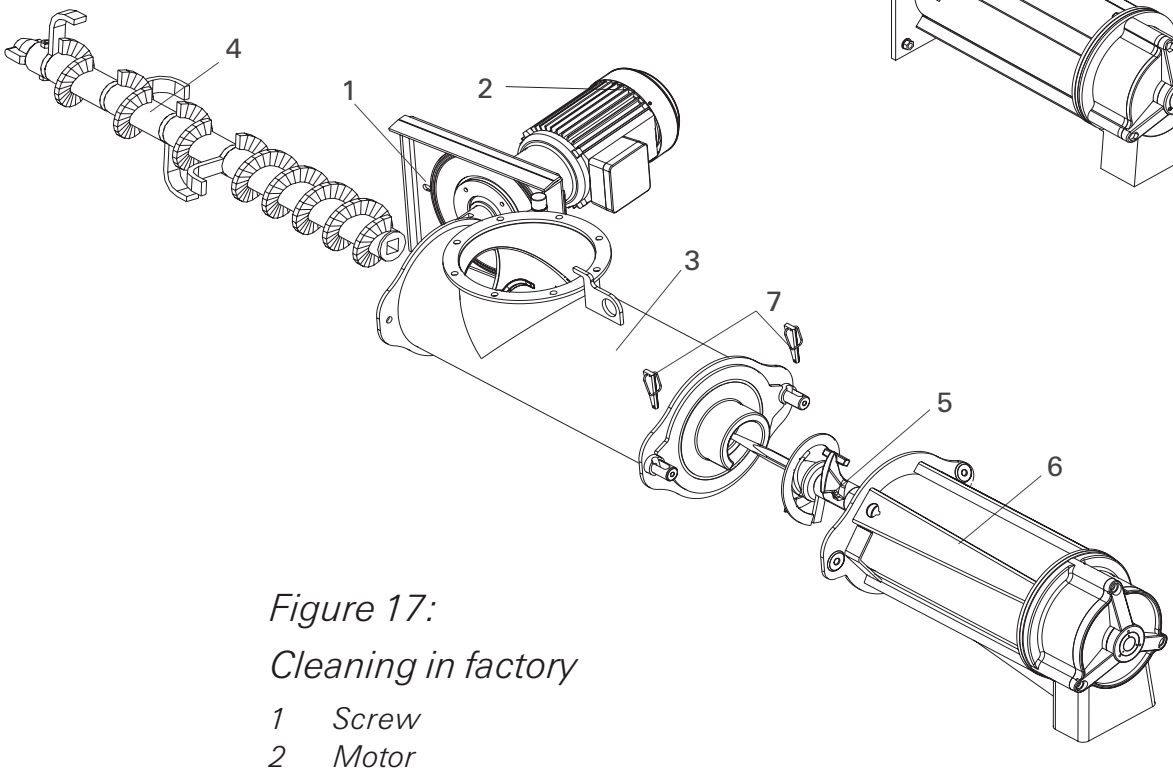

Figure 17:
- Disconnect mixing pipe (Figure 17,6) from dry material pipe (Figure 17,3) (remove screws, clamping sleeves and wedge locks – for variations see Chapter 3.2).
- Check mixing pipe, mixing shaft (Figure 17,5 and 6) for blockages and clean if necessary.
- Loosen screw (Figure 17,1) on motor plate/infeed pipe.
- Open motor (Figure 17,2) .
- Pull transport shaft (Figure 17,4) out of the dry material pipe (Figure 17,3).